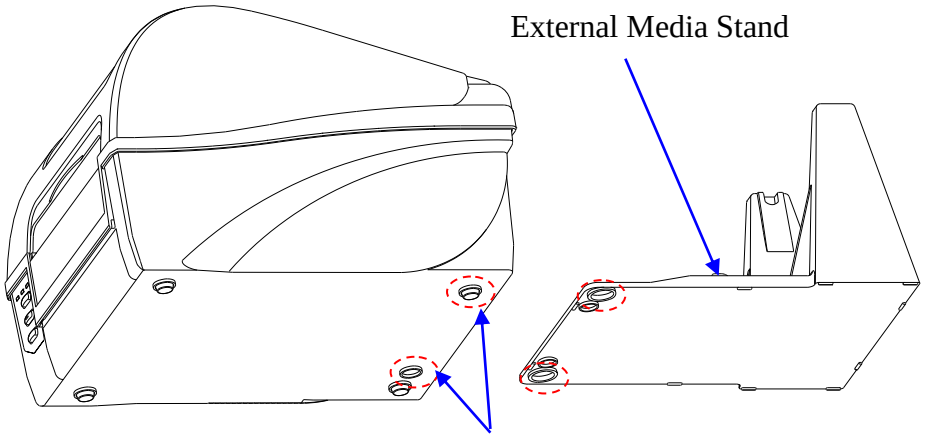

Figure 2-20 Place the External Media Stand
1. Place the front part of the External Media Stand under the printer, making sure the two rear rubber feet of the printer are fitted into the two holes on the media stand, see Figure 2-20.